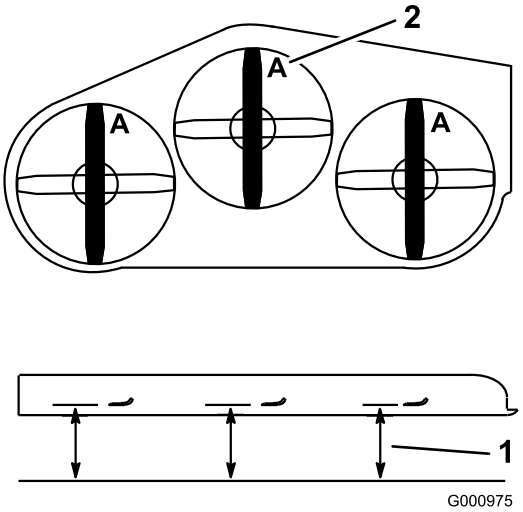

Rysunek 85
3. Obracaj ostrza, aż końce będą skierowane do przodu i do tyłu (Rysunek 85). Dokonaj pomiaru odległości od poziomej powierzchni do krawędzi tnącej ostrzy, w położeniu **A** (Rysunek 85). Zanotuj ten wymiar.